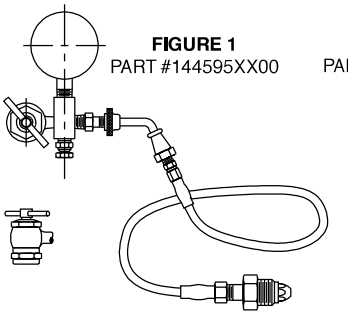
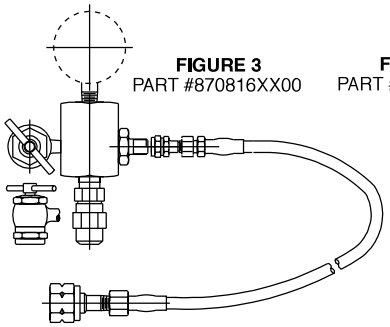

FIGURE 1
FIGURE 3
†144595XX00 (Figure 1). For accumulators rated over 3000 PSI and the precharge requirement is above 2300 PSI, use †870816XX00 (See Figure 3).
(H) Let the pre-charge set for 10 to 15 minutes. This will allow the gas temperature to stabilize. If the desired pre-charge is exceeded, close nitrogen bottle valve, then slowly open bleed valve (Figure 1). Do not reduce pre-charge by depressing valve core with a foreign object. High pressure may rupture rubber valve seat.
(I) When finished pre-charging accumulator, turn "T" handle all the way out on gas chuck (Figure 1), then open bleed valve.
(1) Remove gas valve guard and gas valve cap.
(2) Back gas chuck “T” handle all the way out (counter clockwise) before attaching charging assembly to accumulator gas valve.
(3) Close bleed valve.
(4) Attach swivel nut to gas valve and tighten (10-15 in. lb.) (11.5-17 cm kg).
(5) Turn gas chuck “T” handle until the gauge starts showing the pressure in the accumulator. Do not turn the “T” handle all the way down, as it will damage the valve core.
(6) To remove gauging assembly turn “T” handle all the way out on gas chuck (Figure 1), then open bleed valve to relieve residual gas charge in the gauging assembly.
(7) Hold gas valve from turning, loosen swivel nut, remove assembly.
(8) Replace gas valve cap (10-15 in. lbs.) (11.5-17 cm kg) and valve guard.